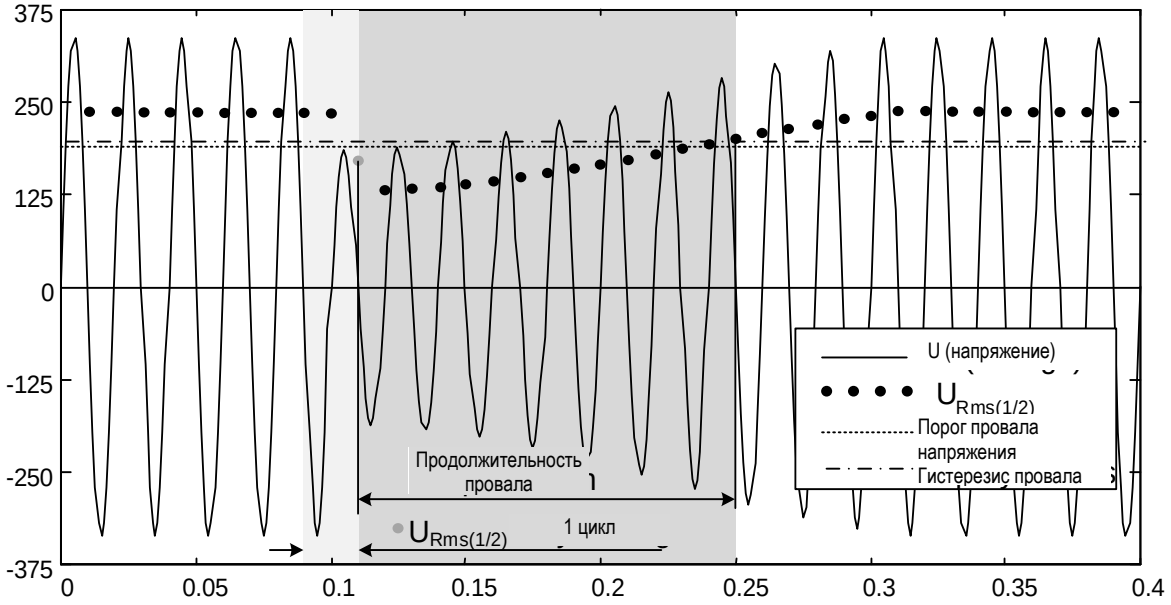
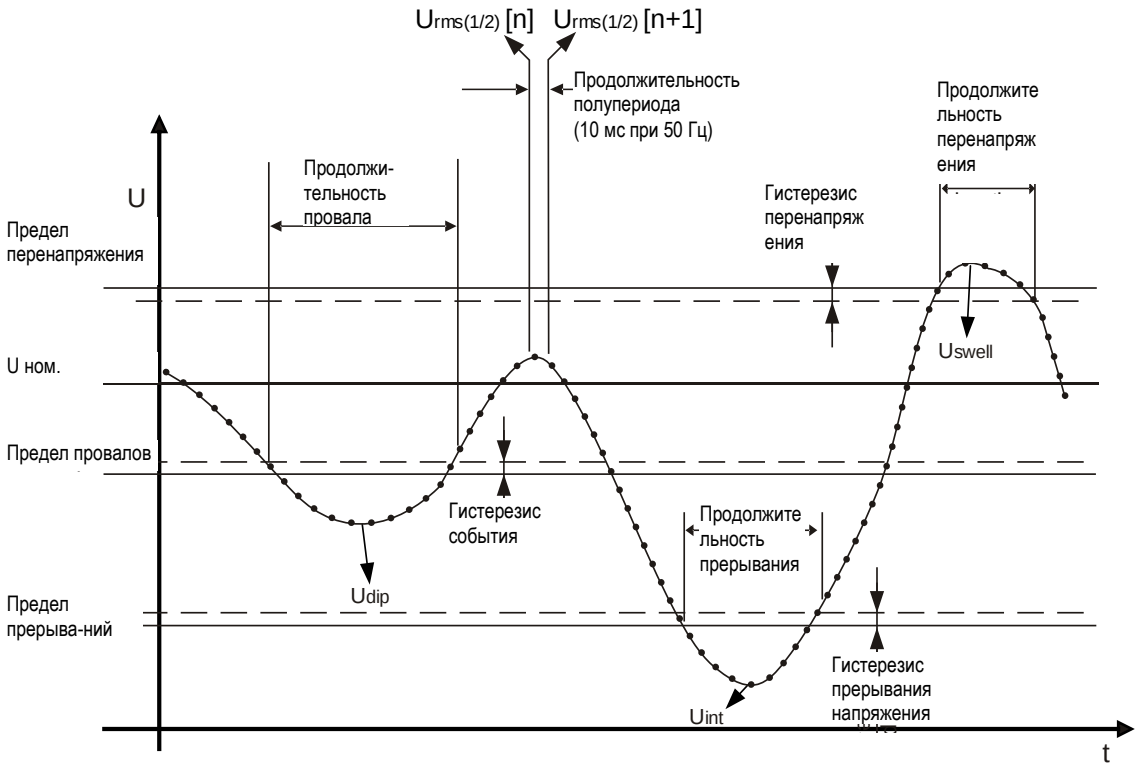

Рисунок 5.9 Измерение $U_{Rms(1/2)}$ за 1 период
Рисунок 5.10 Определение событий, связанных с напряжением
- В однофазных системах (тип подключения 1W) провал напряжения начинается, когда напряжение $U_{Rms(1/2)}$ падает ниже порога провала, и заканчивается, когда напряжение $U_{Rms(1/2)}$ достигает порогового значения провала (с добавкой напряжения гистерезиса) или превышает его (*см. Рисунок 5.10 и* Рисунок 5.9),.
- В однофазных системах (тип подключения 1W) перенапряжение начинается, когда напряжение $U_{Rms(1/2)}$ превышает порог перенапряжения, и заканчивается, когда напряжение $U_{Rms(1/2)}$достигает порогового значения перенапряжения (с добавкой напряжения гистерезиса) или становится ниже этого порога (*см. Рисунок 5.10 и* Рисунок 5.9),
- В однофазных системах (1W) прерывания напряжения начинается, когда напряжение $U_{Rms(1/2)}$ падает ниже порога прерывания напряжения, и заканчивается, когда напряжение $U_{Rms(1/2)}$достигает порогового значения прерывания напряжения (с добавкой напряжения гистерезиса) или превышает этот порог (*см. Рисунок 5.10 и* Рисунок 5.9),